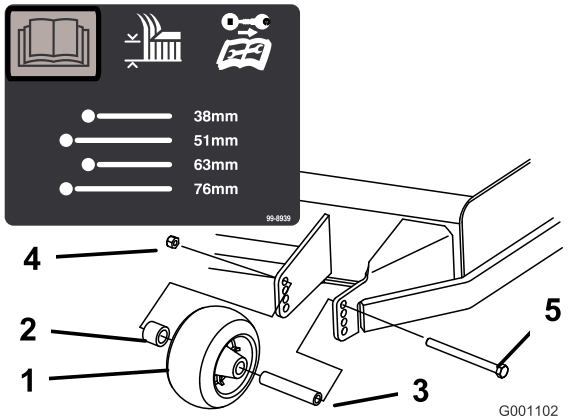
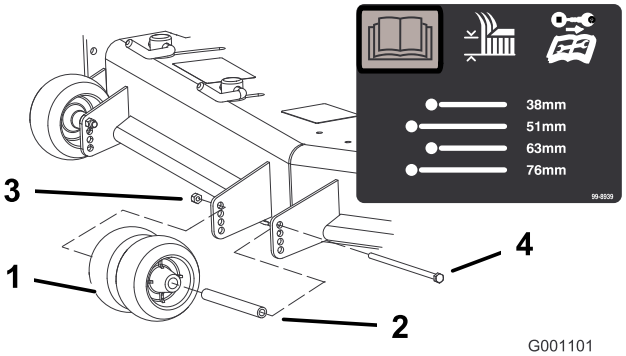
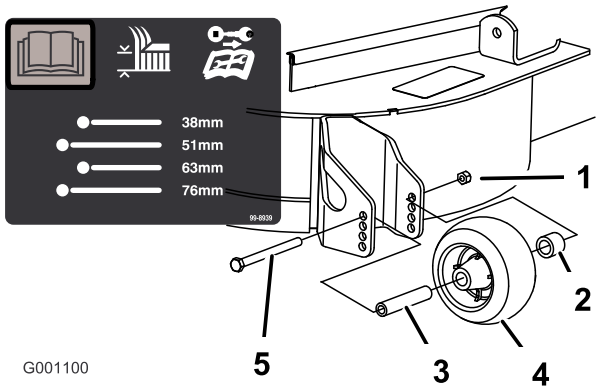

Figur 20
Figur 21
Figur 22
3. När du har ställt in klipphöjden kan du justera valsarna genom att ta bort flänsmuttern, bussningen, distansbrickan och bulten (Figur 20, Figur 21 och Figur 22).
Obs: De två mellersta valsarna kommer inte att ha någon distansbricka (Figur 21).
5. Montera flänsmutterns bussning, distansbricka och skruv. Dra åt till ett moment på 54–61 Nm (Figur 20, Figur 21 och Figur 22).